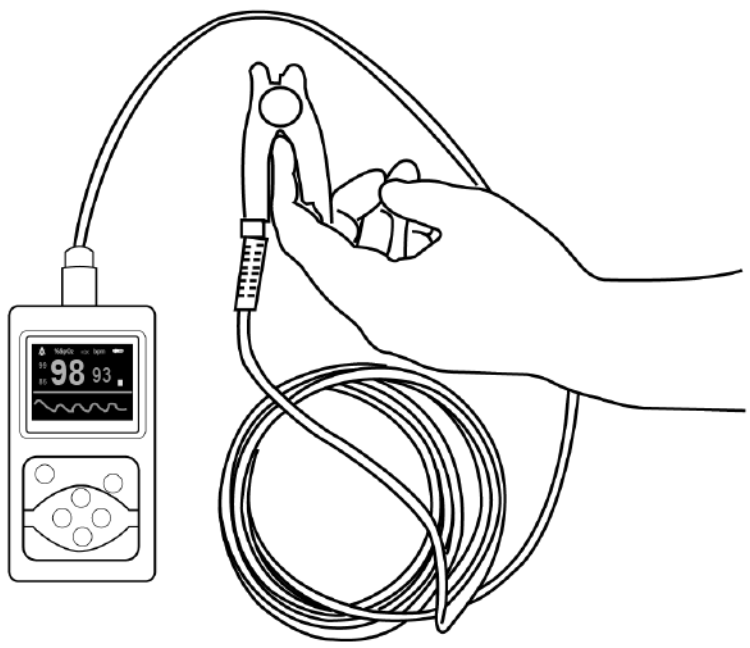

Figure 6 (Actual probe may be different with the probe as Figure 6, please accept the actual probe with the device)
- The finger should be placed correctly (see Attached figure 6), as improper installation or improper contact position for sensor will influence the measurement.
A. Put the finger into the probe. Refer to Figure 6.